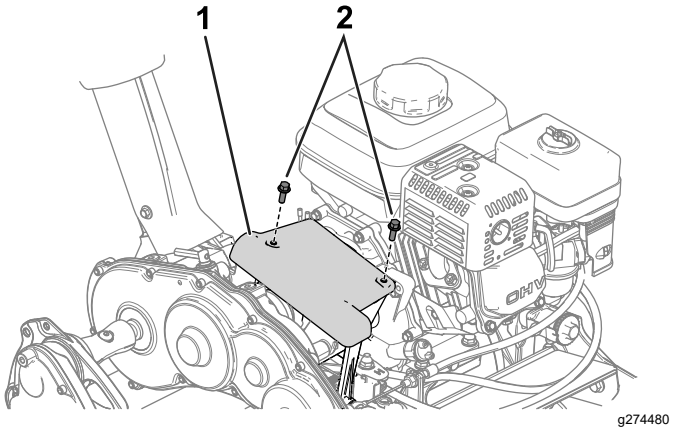

Rysunek 33
1. Aby uzyskać dostęp do tarczy ciernej i płyty dociskowej, zdejmij pokrywę sprzęgła (Rysunek 33).